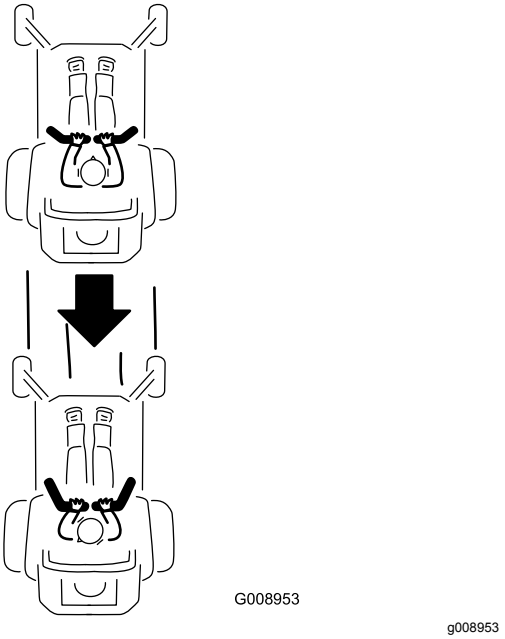

Figur 22
2. Skyv bevegelseskontrollspakene forsiktig bakover for å gå bakover (Figur 22).